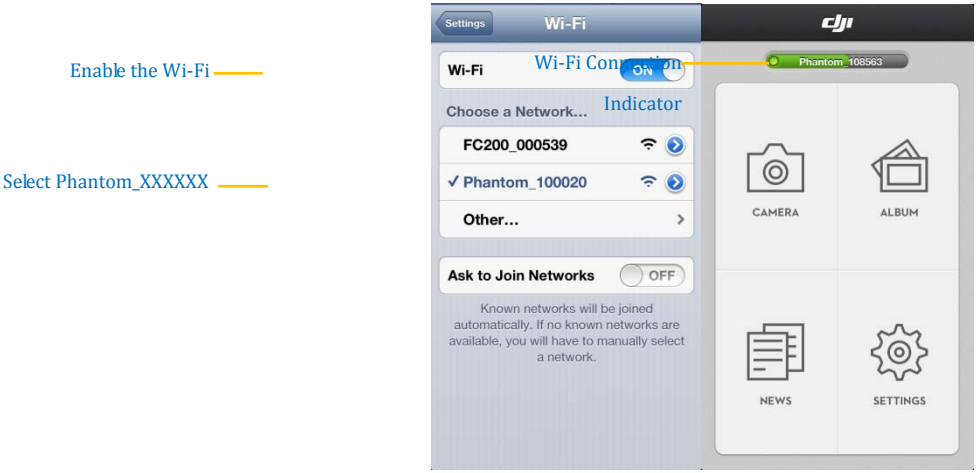

Fig.3
4. (Fig.1)Run the DJI VISION App->Settings->General->Binding. (Fig.2) Select'Scan the QR Code' to scan the camera QR code on the product packaging. (Fig.3) Get the camera SSID (E.g. FC200_0xxxxx) and the MAC address. Users can also skip the scan and enter the camera MAC address directly (Fig.4, Fig.5), the MAC address can be found on the label on camera.
5. Tap the "CAMERA" icon and the DJI VISION Appwill establish a live camera preview (Fig.3). This means everything is now functioning.